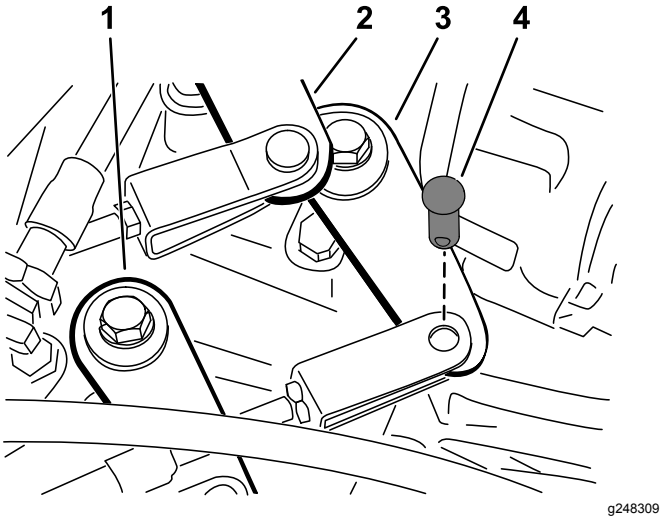

图44
2. 卸下将换档拉索固定到驱动桥换档臂的柱销图44。
1. 卸下将高-低档拉索固定到驱动桥的柱销图44。